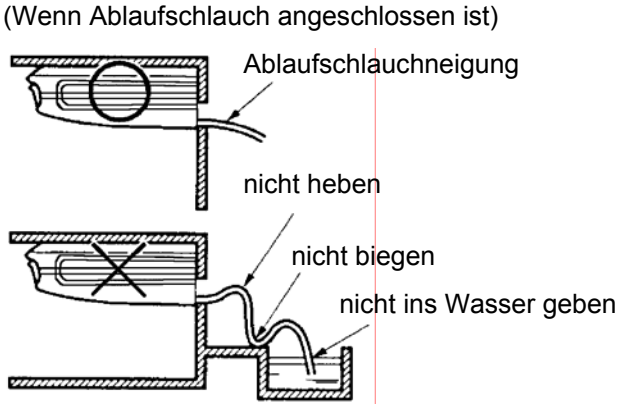
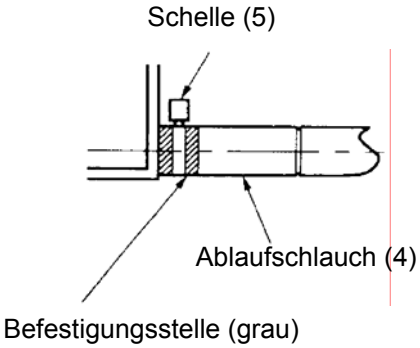

Abb. 1
Abb. 2
- Der Ablaufschlauch sollte möglichst kurz sein und mit einer Neigung von 1/100 nach unten gerichtet werden, damit keine Lufttaschen entstehen können (siehe Abb. 1).
- Verwenden Sie den mitgelieferten Ablaufschlauch (4) und die Schelle (5).
- Schieben Sie den Ablaufschlauch auf den Ablaufstutzen vollständig. Bringen Sie die Schelle an der Stelle des grauen Streifens an, und ziehen Sie die Schraube so fest, dass sich ihr Kopf weniger als 4 mm vom Schlauch befindet (siehe Abb. 2, 3).